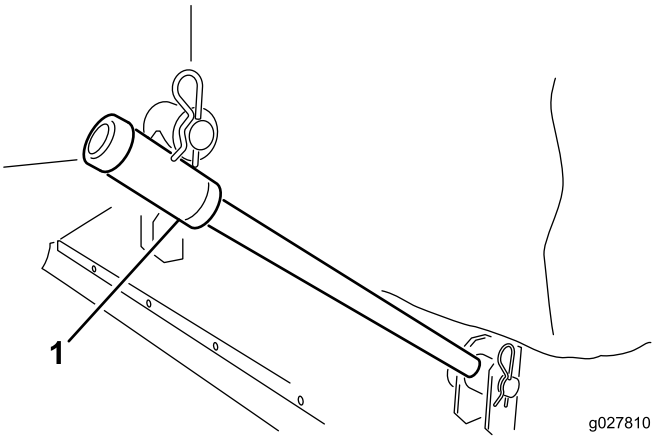

Figuur 2
2. Schuif de trekstangen op de pennen van het frame. Bevestig de trekstangen aan de pennen van het frame; gebruik hierbij een ring en een R-pen (Figuur 2).